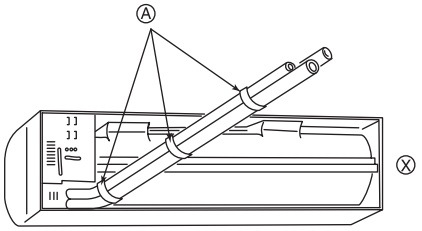

Fig. 3-4
① Das Loch mit einem Gewinde versehen.
② Die Horizontale kann leicht ermittelt werden, wenn man ein Gewicht an eine Schnur hängt und diese an der Markierung ausrichtet.
① Hintere, rechte und untere Rohrleitungeng (Fig. 3-4)